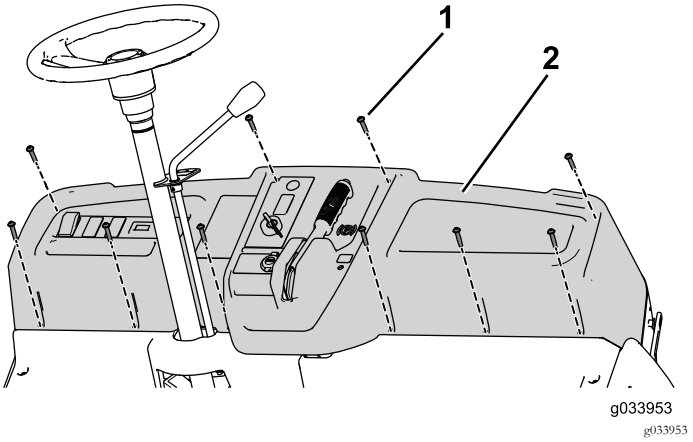

Figura 80
5. Utilizzate le 10 viti (¼" x 1¼") per fissare il cruscotto alla macchina (Figura 80).